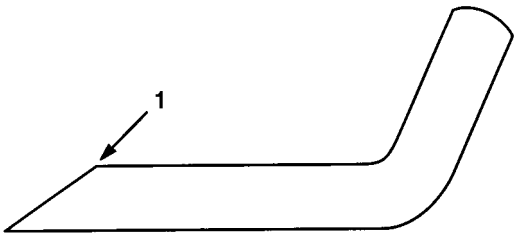

Afbeelding 14
3. Controleer de snijranden van alle messen. Scherp de snijranden als deze bot of beschadigd zijn. Scherp uitsluitend de bovenkant van de snijrand en houd de originele snijhoek aan om een goede scherpte te ktijgen (Afb. 14). Het mes zal in balans blijven als dezelfde hoeveelheid metaal van beide snijranden verwijderd is.